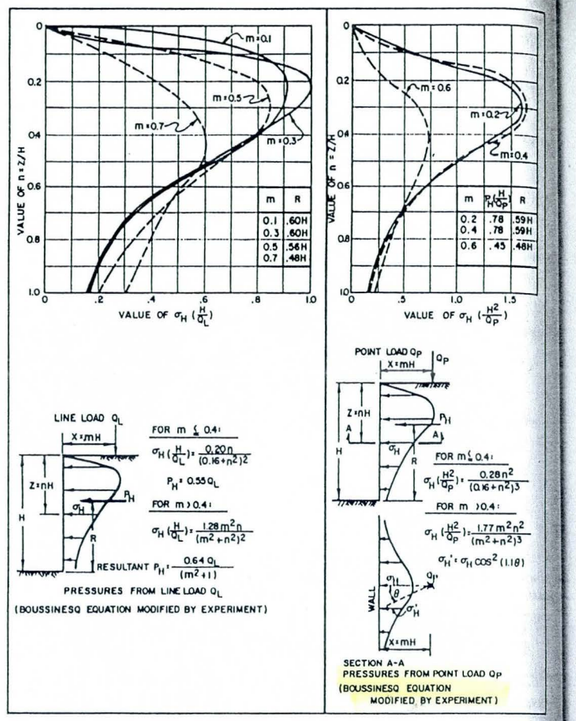

Figure 11
a. Point Load and Live Load. Use Figure 11 (Reference 5, Anchored Bulkheads, based on the work by Terzaghi) to compute lateral pressure on wall due to point load and line loads; this assumes an unyielding rigid wall and the lateral pressures are approximately double the values obtained by elastic equations. The assumption of an unyielding rigid wall is conservative and its applicability should be evaluated for each specific wall.